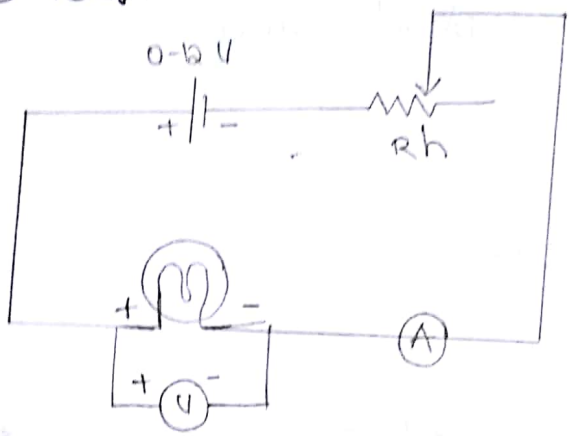

fig 3.1. Circuit diagram for verification of Stephan's law.
i) Make the connections of circuit diagram as shown in fig 3.1